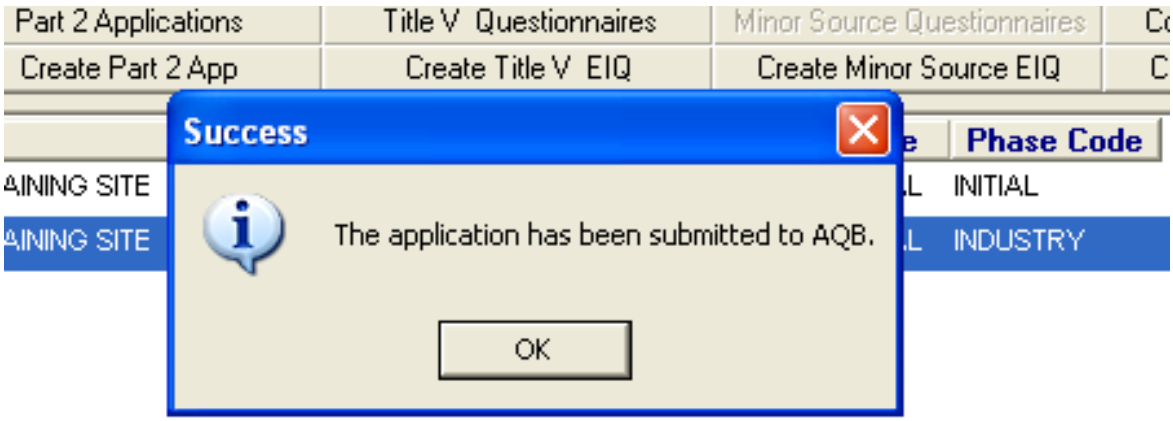

Figure 11.3 – The Minor Source Emissions Inventory has been submitted to the AQB.
7. As soon as the inventory is submitted, the Phase Code changes to INITIAL (see Figure 11.3).